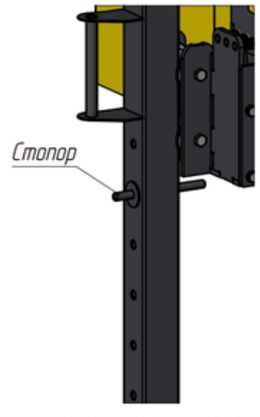

Рис.4 Расположение стопора на направляющей блока протяжки
- вставьте стопор в направляющую под блок протяжки для страховки (рис.4);